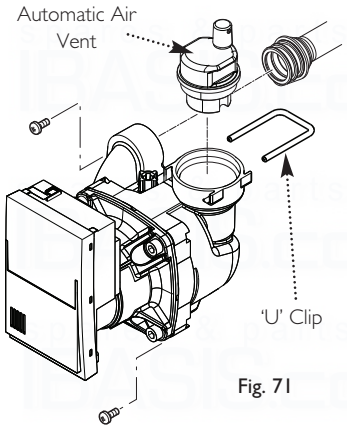

Fig. 71
13.16 Automatic Air Vent - Wilo (Fig. 71)